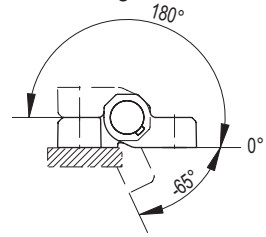

Fig. 2
- Può essere abbinata ad una o più cerniere complementari CFM-PCN (vedi fig.2) o alle maniglie con interruttore elettrico EBR-SWM, EBR-SWB e M.2000-SWM. In caso di portello ad apertura orizzontale o in generale di peso limitato è possibile utilizzare una sola cerniera.